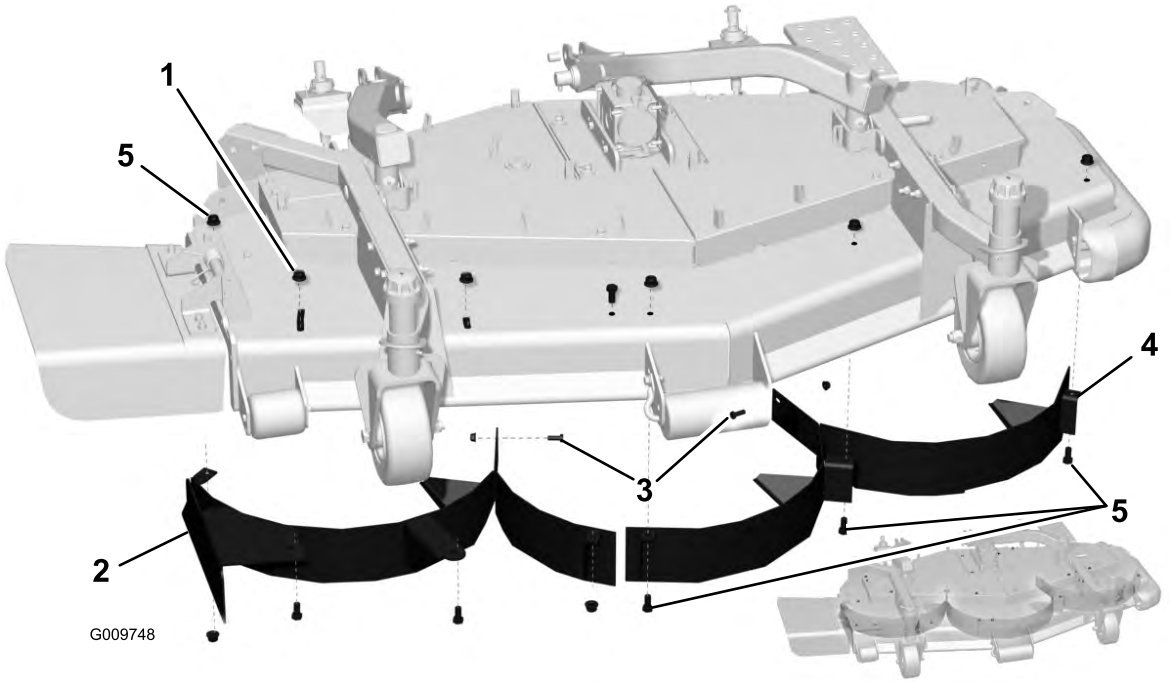

Figura 2
- Nei tosaerba da 183 cm., fissate il deflettore destro alla parte superiore del tosaerba con 2 nuovi bulloni (1/2 x 1 poll.) e 2 nuovi dadi (1/2 poll.) (Figura 2).
- Nei tosaerba da 152 cm, fissate il deflettore destro alla parte superiore del tosaerba con 1 nuovo bullone (1/2 x 1 poll.) e 1 nuovo dado (1/2 poll.) (Figura 2).
- Fissate la parte posteriore del deflettore alla parte posteriore del tosaerba con 1 nuovo bullone (3/8 x 1 poll.) e 1 nuovo dado (3/8 poll.) (Figura 2).
3. Solamente nei tosaerba da 152 cm, serrate il deflettore sinistro al deflettore destro con 1 nuovo bullone a testa tonda (3/8 x 1 poll.) e 1 nuovo dado flangiato (3/8 poll.) (Figura 2).